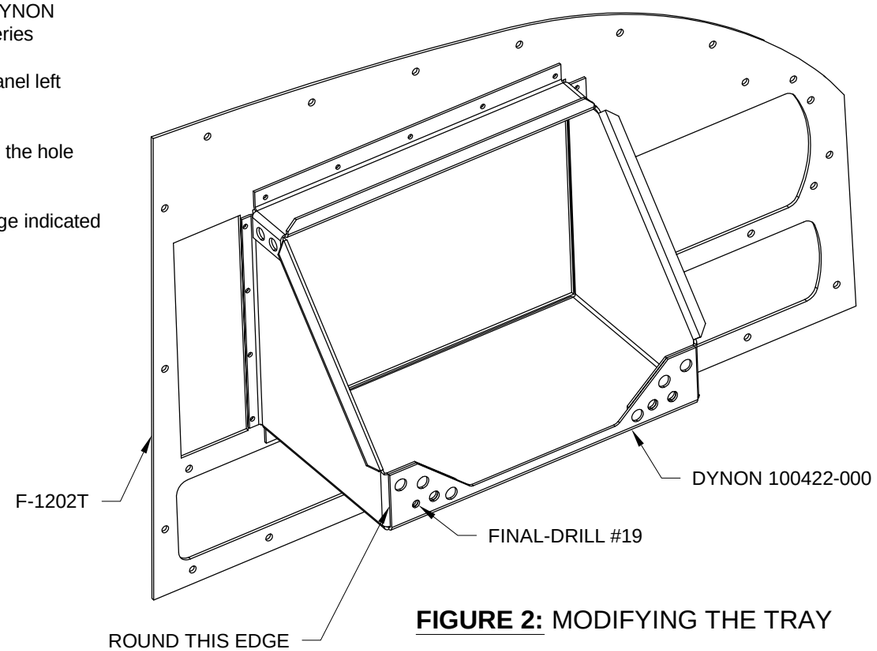

FIGURE 2: MODIFYING THE TRAY
Step 3: Final-Drill #19 the hole indicated in Figure 2.
Step 4: Round the edge indicated in Figure 2 with a file.